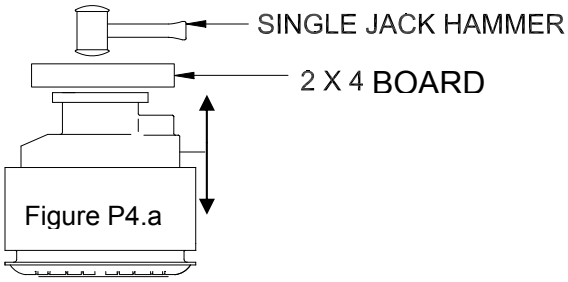

Figure P4.a
(Figure P4)
a) The length of the 4 inch riser pipe will vary depending upon the height dimension of the 2 piece ductile iron containment and the depth of the underground storage tank. Regardless of these variables, keep in mind that the 205P and 214P have an adjustable height. See Figure P4 for the minimum and maximum dimensions.
b) To determine the length of the product riser pipe, measure the distance from the grade level to the top of the inside of the tank (see Fig. P4.a).